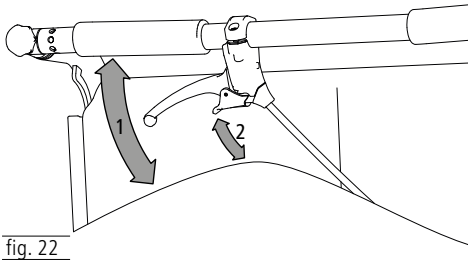

fig. 22
1. Pour contrôler le freinage du fauteuil roulant, tirer le levier de frein vers le haut (1, fig. 22).
2. Pour immobiliser le fauteuil roulant, le levier de frein peut être bloqué. Pour ce faire, tirer également le petit levier de blocage vers le haut (2, fig. 22). Il s'enclenche dans la position la plus élevée. En tirant le levier de frein vers le haut, le blocage se libère tout seul et le frein n'est plus bloqué.